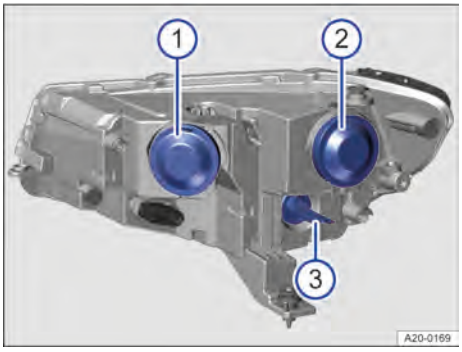

Fig. 189 En el vano delantero: tapas en la parte posterior del faro derecho.
1. Desmonte la tapa de la parte posterior del faro → Fig. 189 ①.
5. Coloque la tapa en la parte posterior del faro → Fig. 189 ①.
1. Desmonte la tapa de la parte posterior del faro → Fig. 189 ②.
5. Coloque la tapa en la parte posterior del faro → Fig. 189 ②.